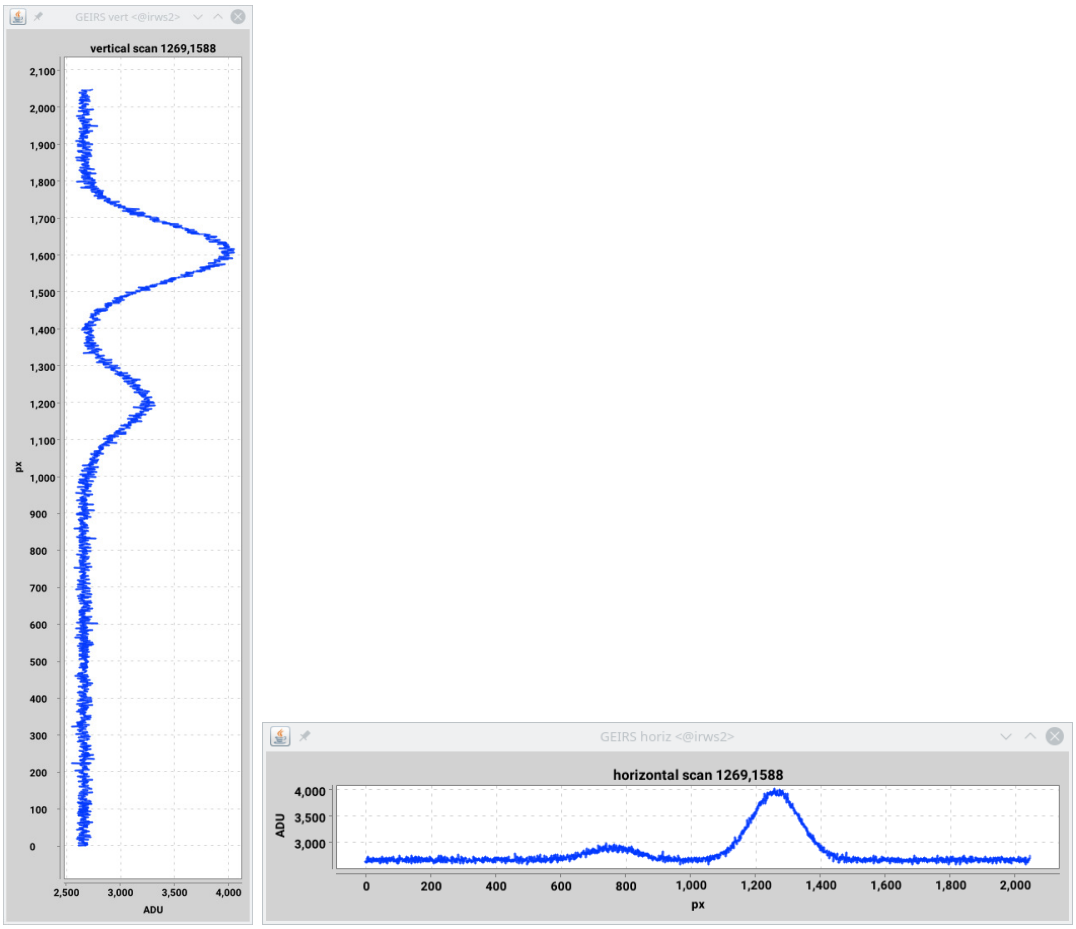

Figure 17: Examples of cut plots activated with the `horiz.` or `vert.` buttons of Fig. 16.
4.3.3.10 Horizontal/vertical Slice. In the next row the `horiz.` and `vert.` buttons open plots that show the pixel values along two straight lines that cut horizontally and/or vertically through the image at the "hot pixel" marked by the center of the cross (Figure 17).[39] The plots are updated if new images arrive or if the hot pixel is moved. The titles of the plots indicate the FITS x and y coordinates of the common crossing of the two cuts. The buttons are green while the plots are active. The two graphs should be closed by clicking again on the buttons; their color will switch back to gray if de-activated.